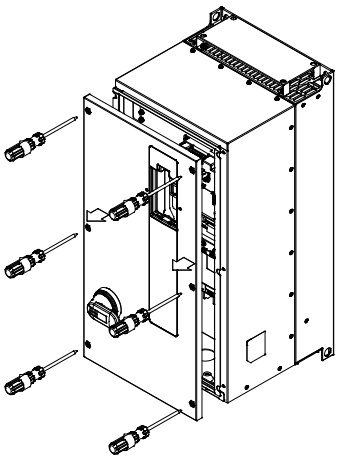

Рис. 3
2. Открутите винты (см. рис.3).